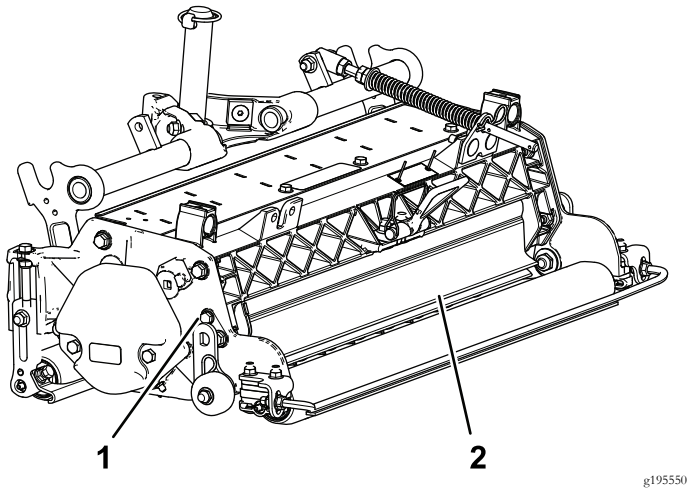

Figura 10
1. Afloje los pernos del pivote del deflector de hierba (Figura 10).
2. Gire el deflector de hierba a la posición deseada, y apriete los pernos (Figura 10).